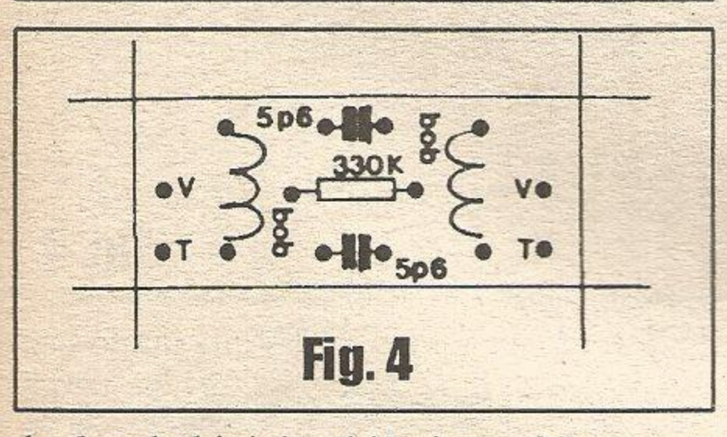

Fig. 4
**- FIG. 4 - *CHAPEADO* DA MONTAGEM -** Os poucos componentes já distribuídos nos devidos lugares, pelo lado não cobreado da plaquetinha... Nenhuma das peças é polarizada, e o arranjo é absolutamente simétrico (tanto elétrica quanto geométricamente falando...), portanto - simplesmente - *não há o que errar* (quem não acertar essa, logo *de cara*, pode imediatamente mudar de hobby, passando a comprar uma revista de receitas de *tricô* ou coisa assim...). Convém que todos os componentes fiquem com seus corpos tão rentes à superfície da placa quanto o permitirem suas dimensões, formas e terminais...As soldagens (pelo *outro* lado da plaquinha...) devem ser feitas com cuidado, de modo que não haja corrimentos ou *sobras* de solda, mas que também não ocorra *falta*, insuficiência de solda - gerando contatos imperfeitos... Terminadas as soldagens, e tudo conferido, os excessos dos terminais e pontas de fios das bobinas podem ser cortados, pela face cobreada... Os pontos **V-T** e **V-T**, simétricos, em ambas as bordas menores da plaquinha, referem-se às conexões reversíveis de *entrada/saída*, a serem usadas na próxima fase da montagem...